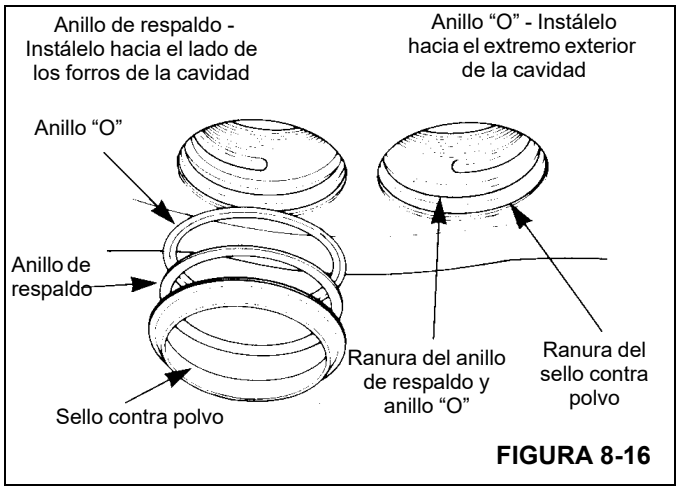

FIGURA 8-16
3. Instale un sello contra polvo nuevo en la acanaladura superior de la cavidad (Figura 8-16).